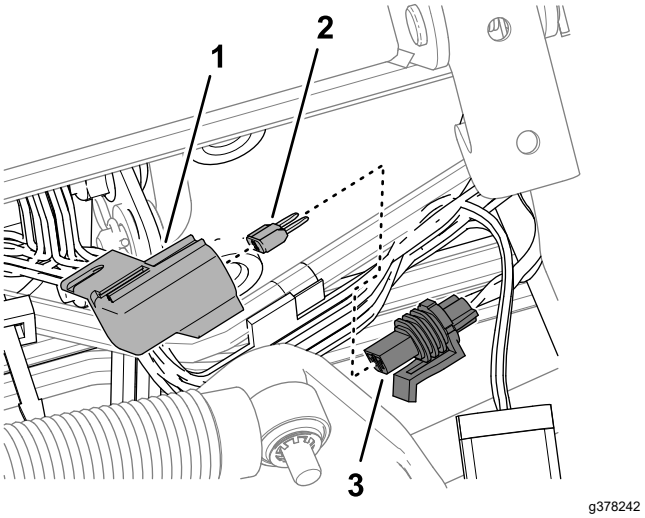

Figuur 131
3. Verwijder de dop van de lijnzekeringhouder met de aanduiding 10 A FUSE TELEMATIC PWR (Figuur 131).